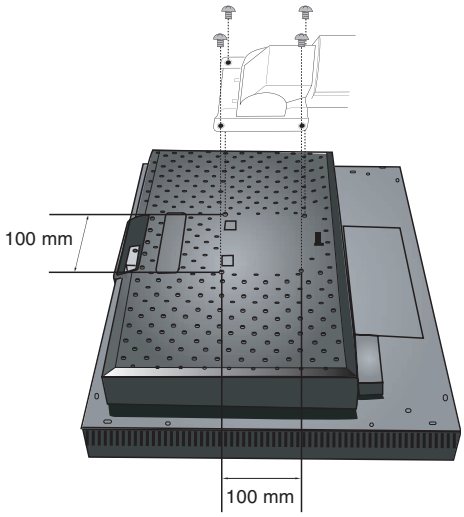

Abbildung F.1
2. Verwenden Sie die beim Entfernen des Fußes gelösten Schrauben, um den Tragarm am Monitor zu befestigen (**Abbildung F.1**).